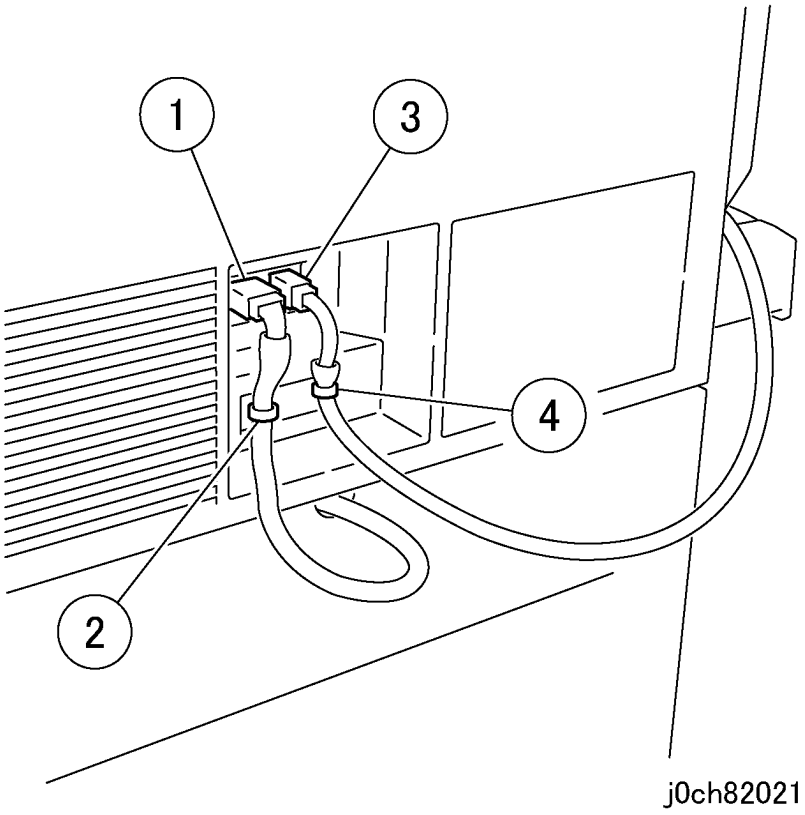

Рисунок 3 Отсоединение разъемы (j0ch82021)
2. Для аппаратов с дуплексным модулем и аппаратов с модулем лотков отсоедините разъемы, подключенные к дуплексному модулю и модулю лотков (рисунок 3).